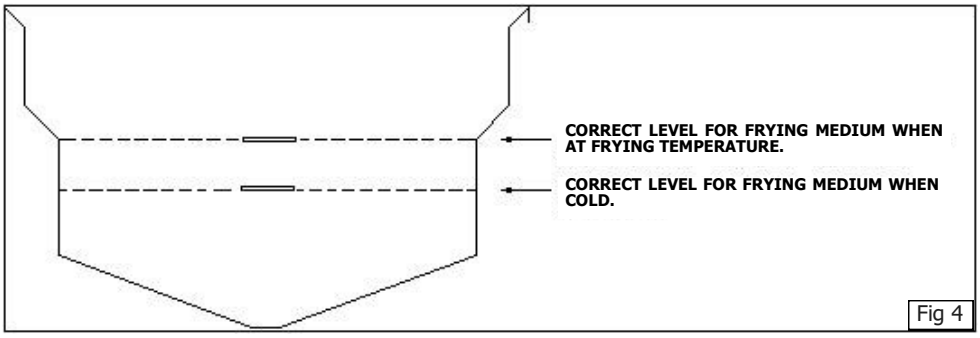

Fig 4
- Add more shortening until the tank is filled to the level marked on the tank side. Refer to Fig 4 above.